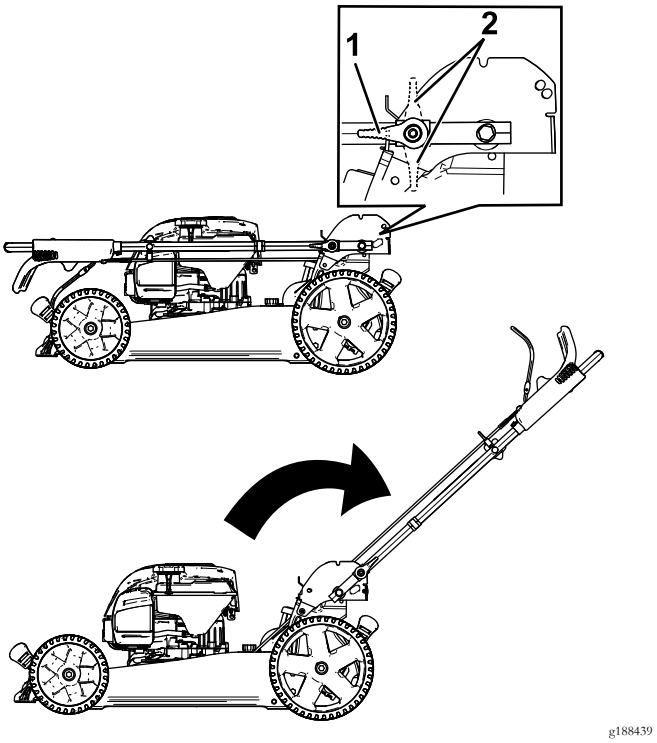

Rysunek 3
1. Zwolnij blokady uchwytu (Rysunek 3).
2. Obróć uchwyt w tył do pozycji roboczej (Rysunek 3).